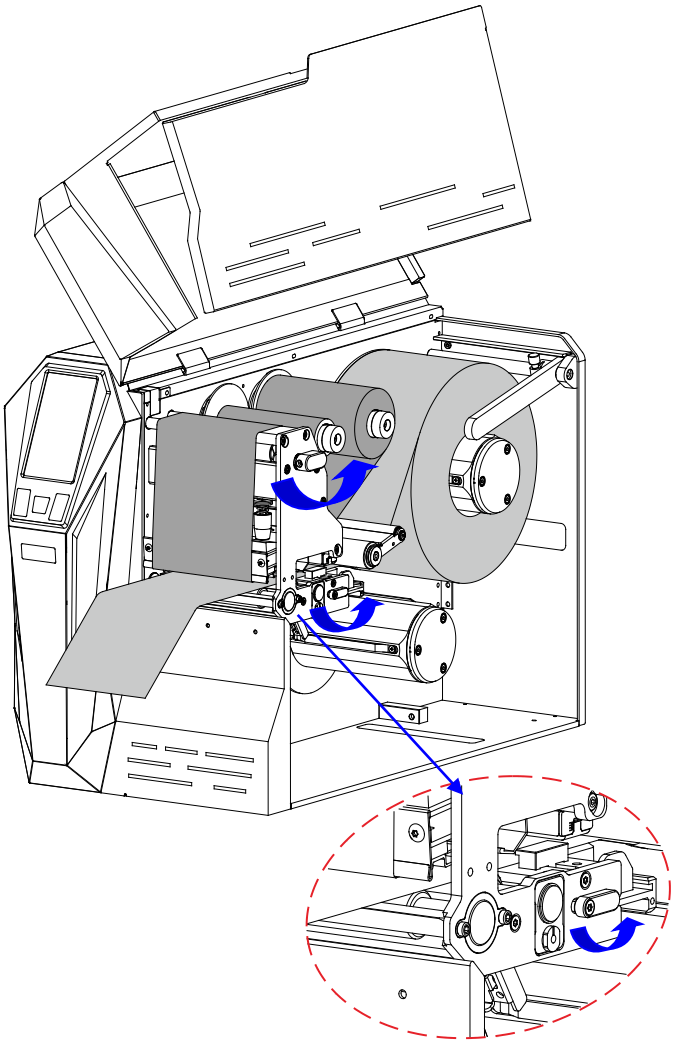

Figure 2-28 Release the Pinch Roller Assembly
7. Turn the Printhead Handle counter clockwise to open the Printhead, then turn the Hook Handle counter clockwise to release the Pinch Roller Assembly, as shown in Figure 2-28.